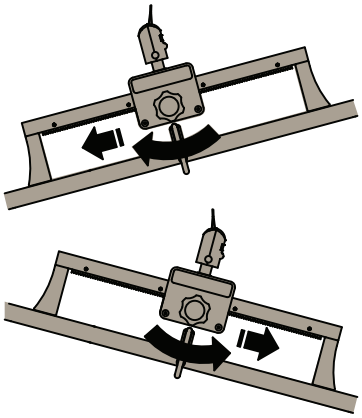

Fig. 18
3. Déplacez le support vers l'extrémité la plus lourde (pointant vers le bas) lorsque le cadre de civière est suspendu à l'horizontale. Voir fig. 18.